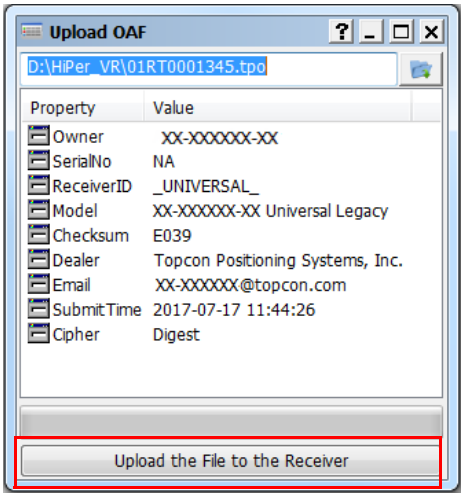

Figure 5-8: Transférer l'OAF vers le récepteur
REMARQUE TRU vérifie d'abord si le fichier sélectionné est compatible avec le récepteur actuellement raccordé. Si le fichier sélectionné n'est pas compatible avec ce récepteur, la fenêtre **Upload OAF** (Charger le fichier OAF) affiche une icône d'erreur à côté de **Receiver ID** (Numéro d'identification du récepteur) et désactive le bouton **Upload the File to the Receiver** (Charger le fichier dans le récepteur) (Figure 5-8).
5. Cliquez sur **Upload the File to the Receiver** (Charger le fichier dans le récepteur) pour lancer le transfert du fichier (Figure 5-8).